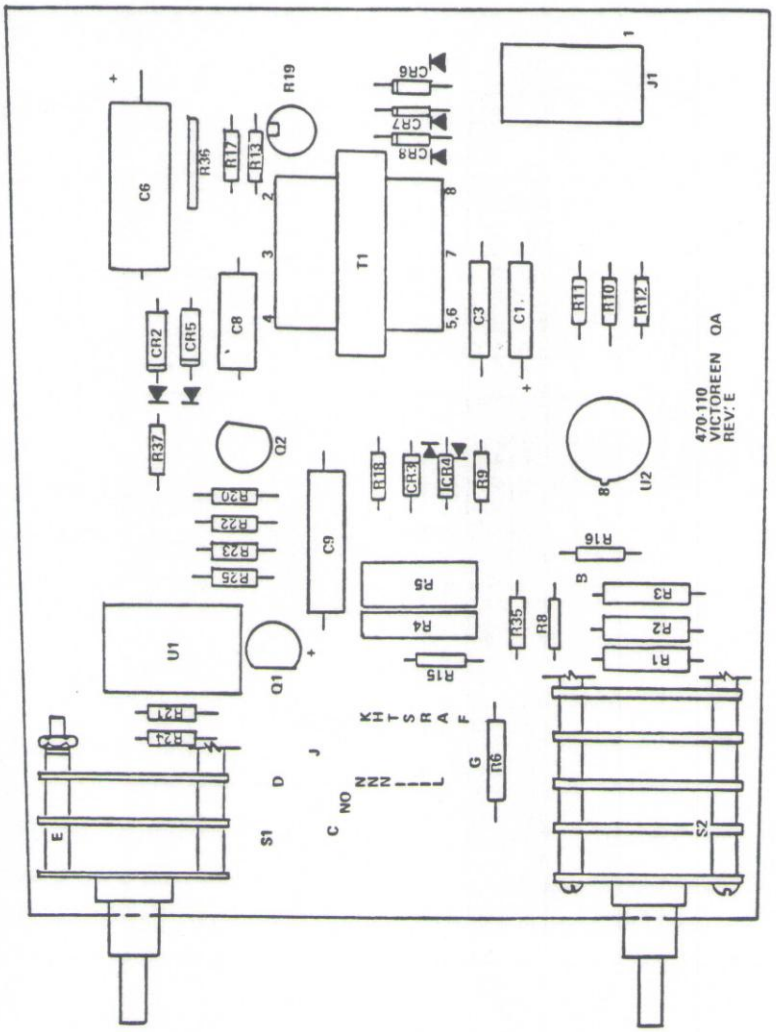
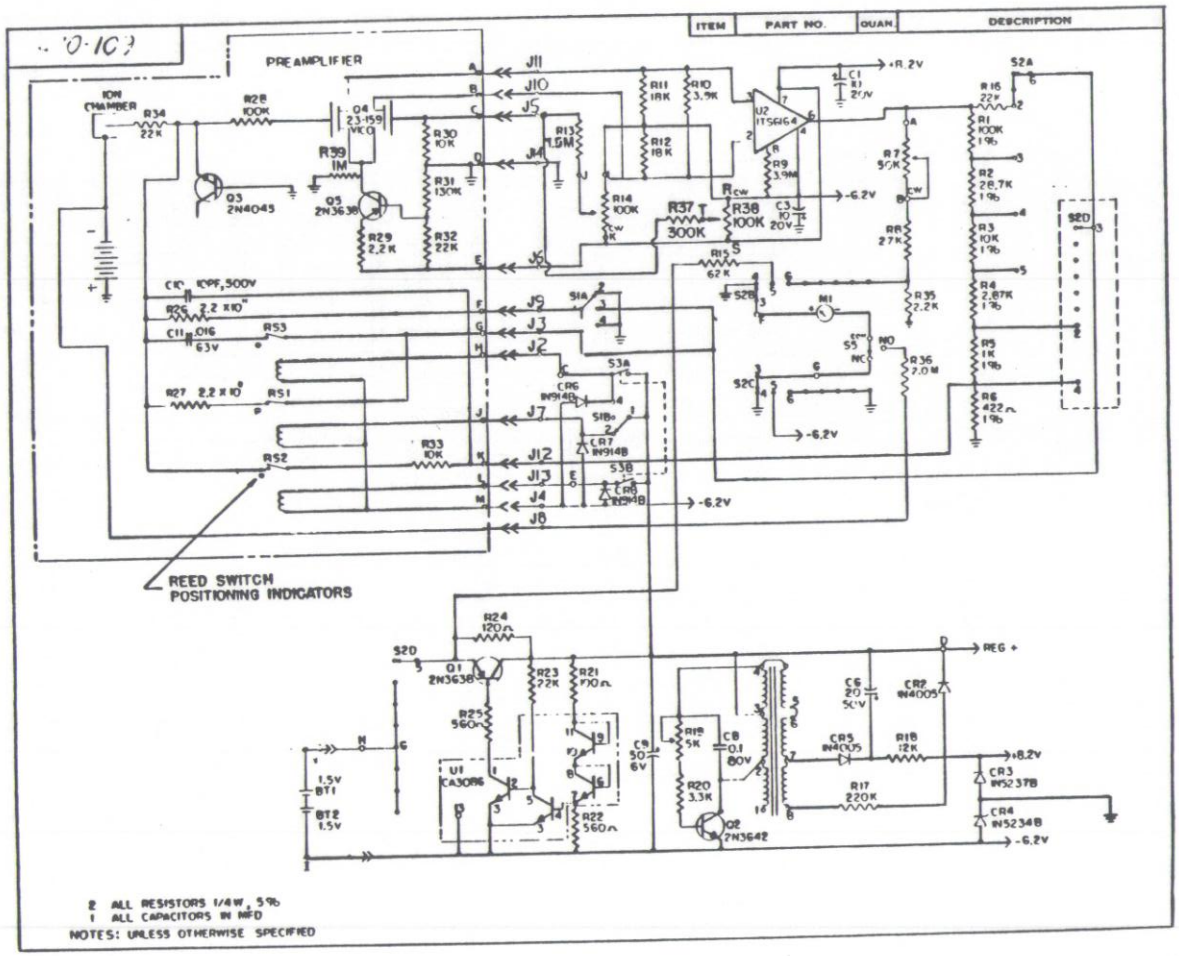

FIGURE 10. Circuit Board Assembly
FIGURE 11. Schematic Circuit Diagram
6. If these voltages are correct, check the voltages across R11 and R12. These should both be about 1.5 volts and equal. Refer to Figure 10, Circuit Board Assembly and Figure 11, Schematic Circuit Diagram, for further continuity and voltage checks. If the difficulty seems to lie in the preamplifier, return the instrument to a VICTOREEN Service Representative.